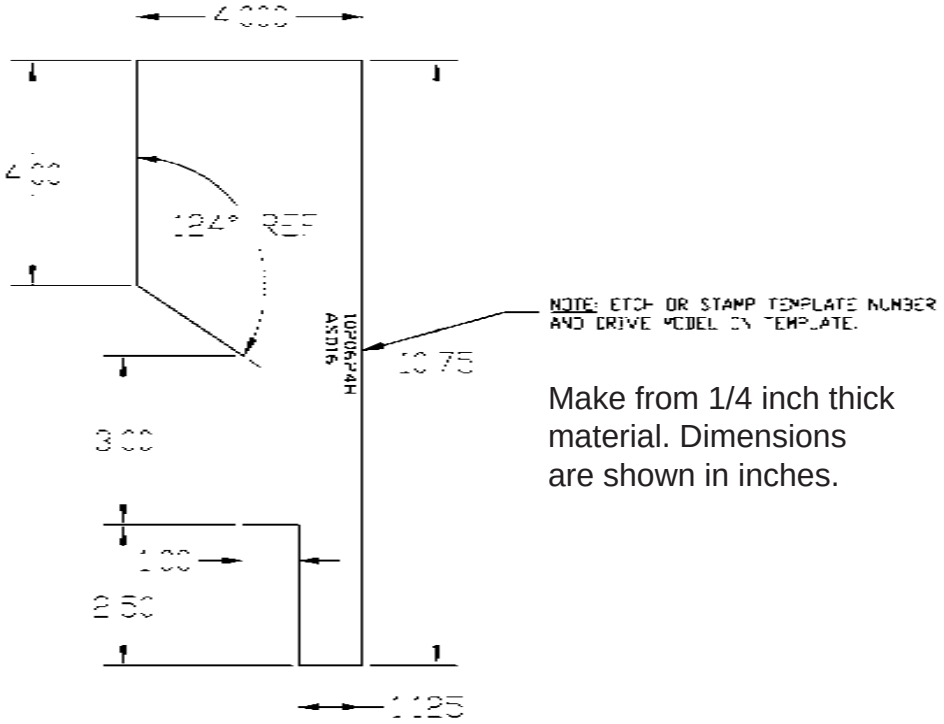

Figure 11. Centering Gauge 1020624H
3. Position the drive unit at the center trim height. This is determined by setting the drive unit ball joint in the exact center of the socket. Determine this measurement using the “drive center adjustment gauge” supplied with the package (Figs. 11 and 12). Lay the tool against the ball curvature and adjust the unit so that the tool fits evenly all the way around the ball circumference. This assures that the unit is in line with the socket and input shaft so that the entire unit is in a straight line. This is referred to as the neutral running angle.